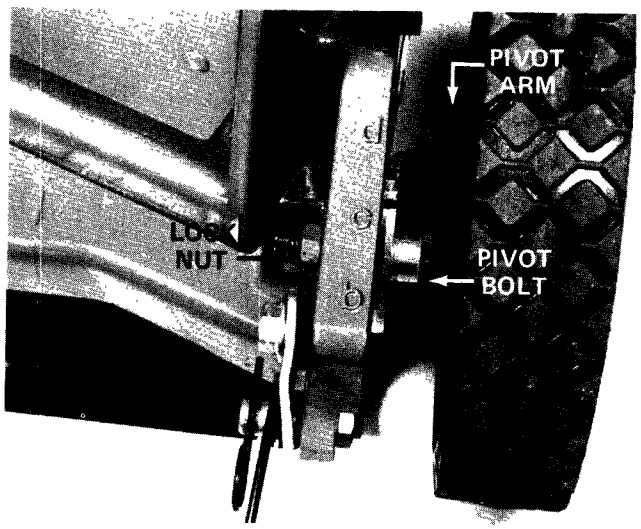

Figure 19
2. Loosen pivot bolt and lock nut (Fig. 19) until nut is at end of bolt.
4. When tab in pivot arm engages slot in spring arm, tighten pivot bolt and lock nut (Fig. 19).